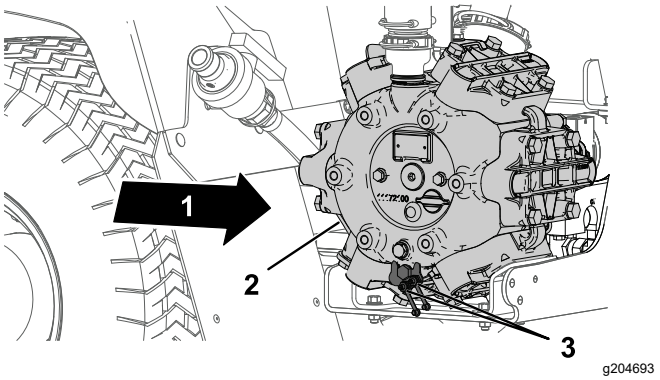

図 65
1. リモートグリスフィッティング2個をきれいに拭く 図 65。
2. リモートグリスフィッティングにグリスを注入する 図 65。